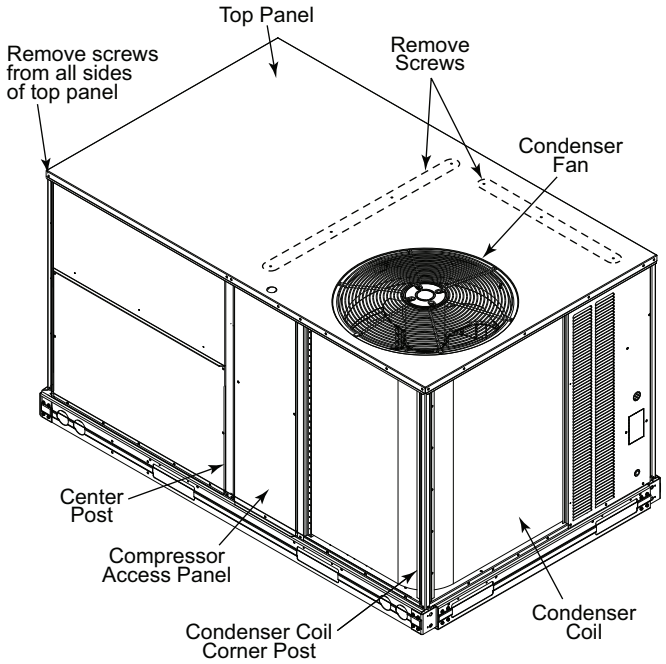

Fig. 13 — Location of Screws and Coil Corner Post
2. Remove all screws from the top panel except the screws securing the condenser fan to the top panel (see Fig. 13).